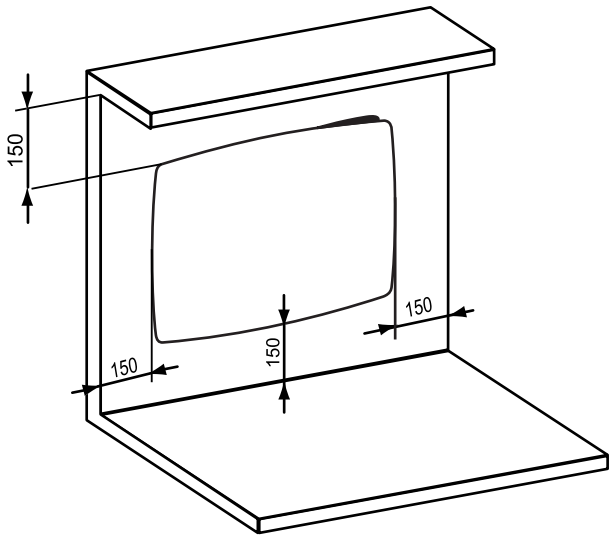

figure 2
Remove the support frame attached to the rear part of the heater. To do this first press the two upper clips of the support frame in order to release the frame from the upper rear part of the heater and then withdraw the lower part of the support frame. See Figure 2.
3. When the support frame is fixed to the wall mount the heater by first attaching the lower bracket and then the top ensuring the clip clicks into the heater. See Fig 2.